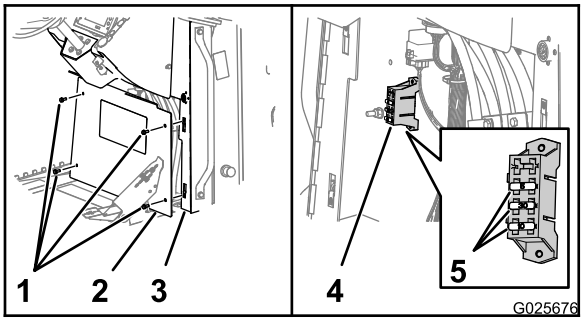

Figura 80
3. Remova os 4 parafusos sextavados flangeados (5/16 x 3/4 pol.) que prendem a tampa ao console e remova a tampa (Figura 80).
4. Localize o fusível aberto e substitua-o por um fusível do mesmo tipo e amperagem (Figura 80).
6. Alinhe o orifício na tampa com os clipes de porca nos flanges do console (Figura 80).